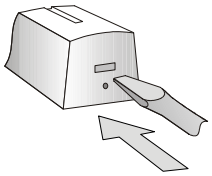

rys. 1
1. Otwórz pokrywę detektora (naciśnięciem zatrzasku, patrz **rys. 1**)